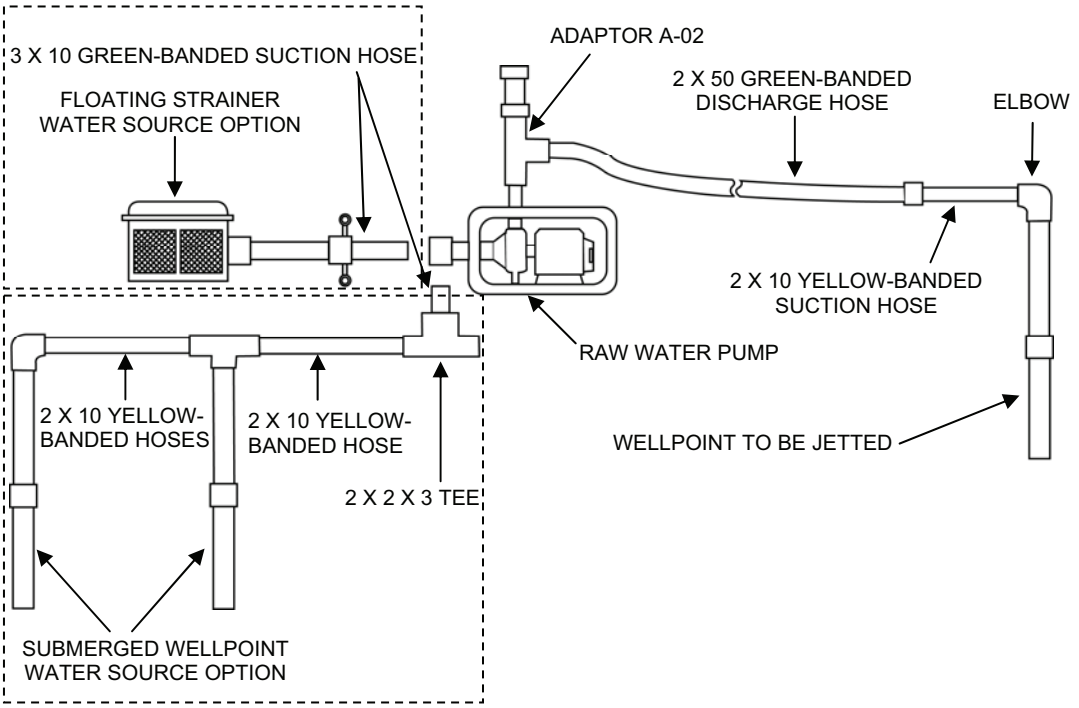

Figure 2. Set-Up for Jetting a Wellpoint.
1. If conditions permit, the floating inlet strainer and anchor can be installed as described in WP 0008 00, under the FLOATING INLET STRAINER AND ANCHOR DEPLOYMENT heading. After the OISS is installed, the floating inlet strainer can be left in place and used to provide a source of water to operate the TWPS when operational conditions permit (Figure 2).
2. If desired or if necessary due to rough water conditions, two wellpoints can be connected together and submerged horizontally in the surf (Figure 2).
Each of the four wellpoints are jetted into the sand in essentially the same manner with a few changes in connections. Figure 2 illustrates how various raw water system components are assembled in order to jet a wellpoint.